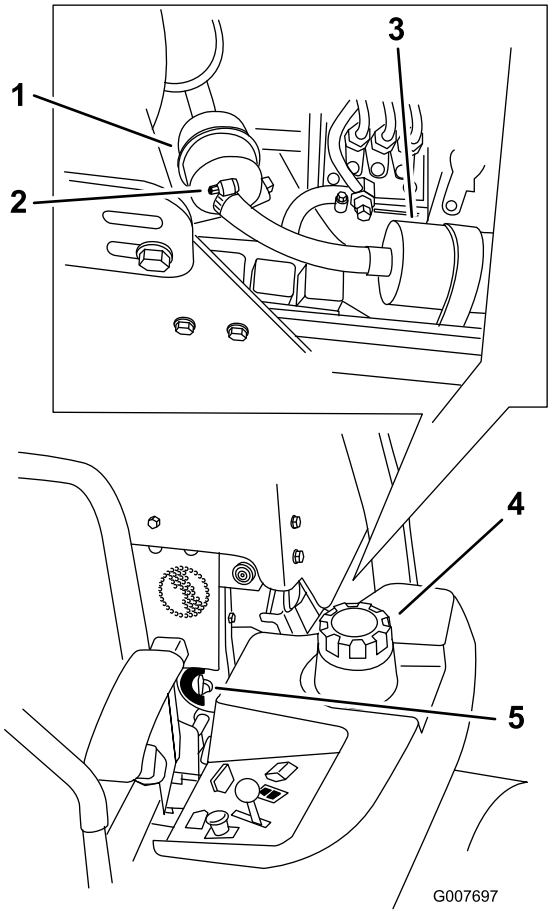

Rysunek 52
4. Zamknij zawór odcinający dopływ paliwa (Rysunek 52).
5. Poluzuj obydwie obejmy przewodów i odłącz przewody paliwowe od filtra paliwa (Rysunek 52).
6. Zamontuj nowy filtr. Podłącz przewody paliwowe do filtra paliwa i załóż obejmy przewodów (Rysunek 52).